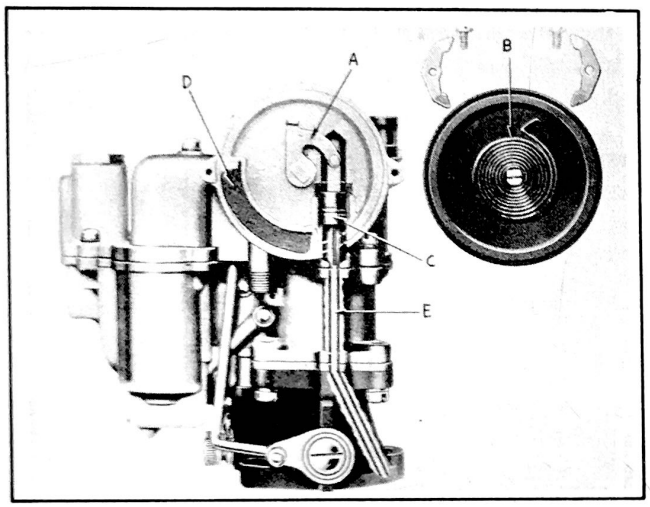

Figure 67 - Choke Circuit
The choker shaft and lever assembly (A) Fig. 67, choker valve and screws, and the automatic climatic control comprise the choke circuit group.
CHOKE AIR CLEANER SCREEN (D) Fig. 67, may be clogged and this will restrict the flow of warm air from the manifold stove and will cause a slow opening of the choke. If badly clogged, the choke will not fully open at the regular idling speed and temperature causing a loping idle. A clogged screen must be washed thoroughly in gasoline and blown outwith